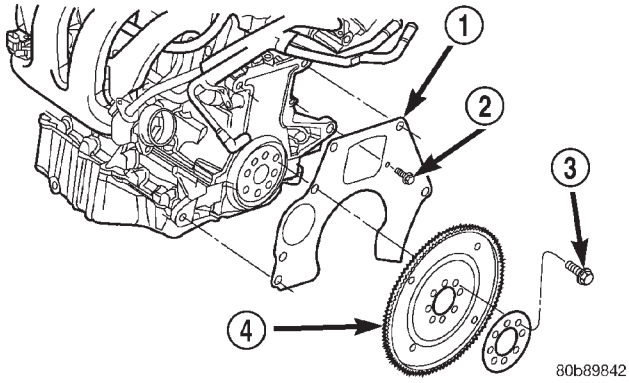

Abb. 93 Mitnehmerscheibe
(1) Getriebe ausbauen. Näheres hierzu siehe Kapitel 21, “Getriebe”.
(2) Befestigungsschrauben der Mitnehmerscheibe lösen (Abb. 93).
(3) Mitnehmerscheibe abnehmen (Abb. 93).
(1) Mitnehmerscheibe an der Kurbelwelle anordnen (Abb. 93).
(2) Mopar® Lock & Seal Adhesive (Dichtkleber) auf die Gewinde der Mitnehmerscheiben-Schrauben auftragen.
(3) Mitnehmerscheiben-Schrauben eindrehen und mit einem Anzugsmoment von 95 N·m (70 ft. lbs.) festziehen (Abb. 93).
(4) Getriebe einbauen. Näheres hierzu siehe Kapitel 21, “Getriebe”.